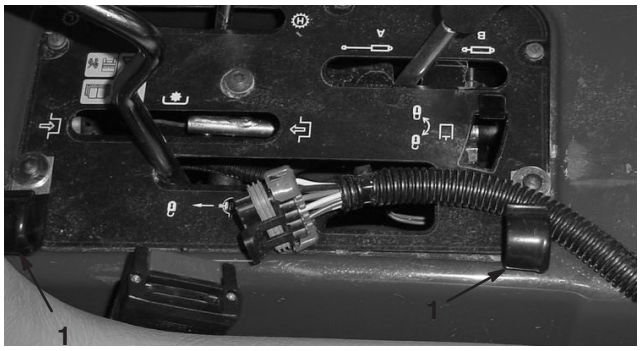

Figura 15
2. Usando los tornillos que retiró anteriormente del salpicadero y 2 arandelas nuevas, monte 2 abrazaderas en J al salpicadero según muestra la figura 15.